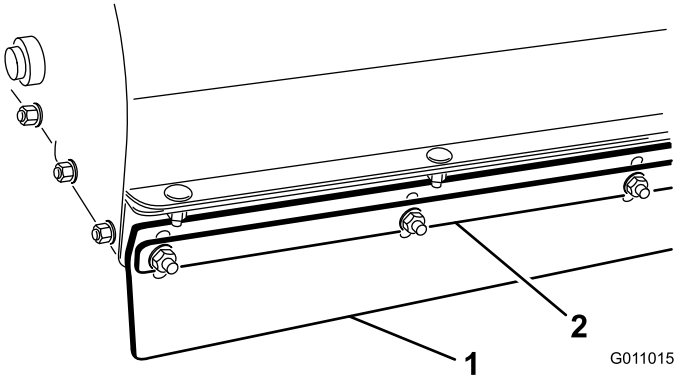

Figur 22
1. Løsne mutrene som fester metallbåndet og skvettlappen foran på børstehuset (Figur 22).